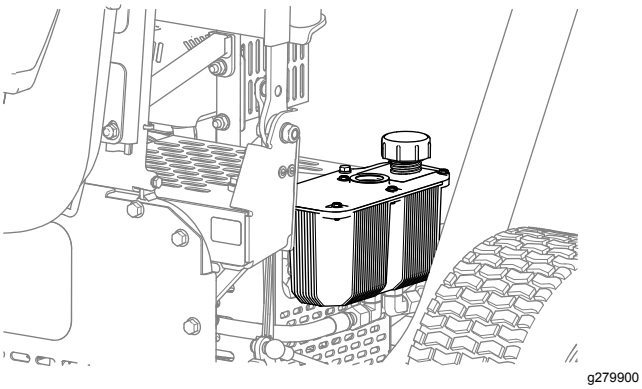

Figura 38
2. Togliete il tappo del serbatoio idraulico (Figura 38).
4. Montate il tappo sul serbatoio (Figura 38).